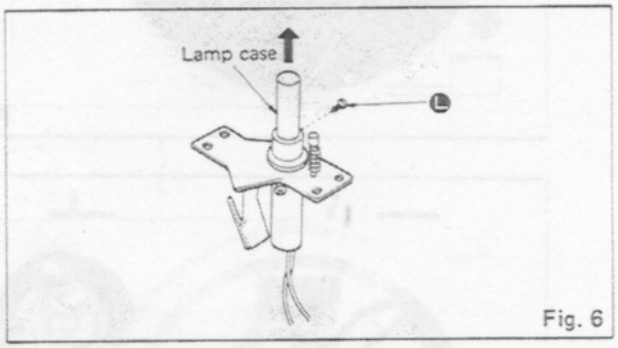

Fig. 6
12. Remove 1 screw Ⓛ as shown in Fig. 6.